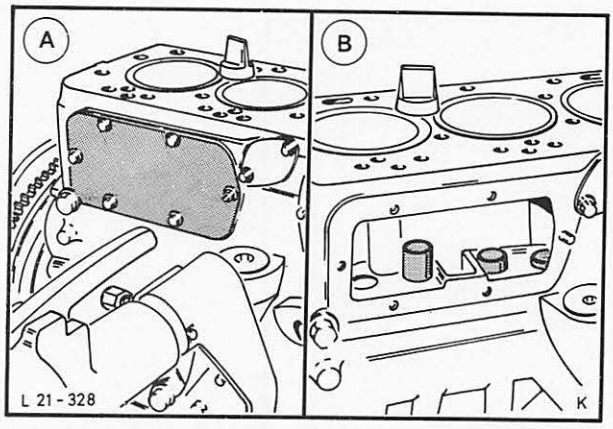

Abb. 46 A = Verschlußdeckel – Stößel abschrauben
16. Verschlußdeckel – Stößel seitlich am Zylinderblock (10 Schrauben, 2 Muttern) abschrauben, Stößel herausnehmen, Abb. 46, und in Reihenfolge ablegen. Verschlußdeckel zwischen den Stößeldeckeln abschrauben.